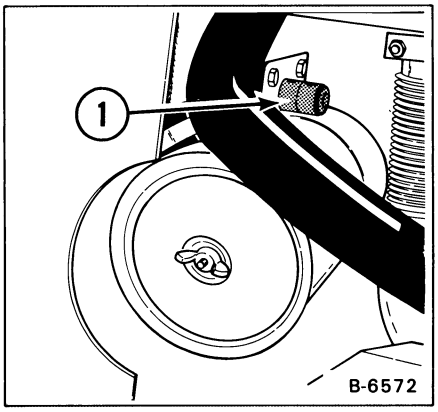

Fig. 1—10 Condition Indicator
The large air cleaner element (outer) must be replaced when the red ring shows in the window of the condition indicator (Fig. 1—10, Item 1). DO NOT remove the inner filter. Service the air cleaner as follows:
(1) Remove the wing nut (Fig. 1—10, Item 2) and remove the air cleaner cover. Remove the filter element (Fig. 1—11, Item 1).